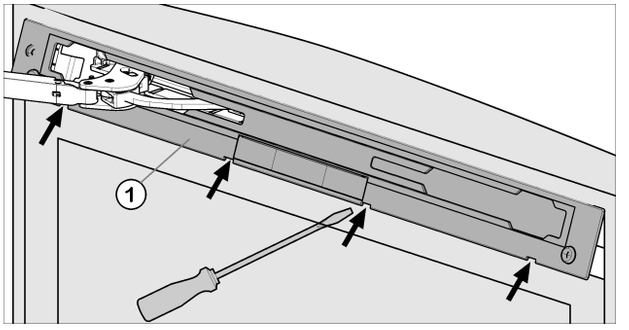

*Fig. 5*
- ▶ Release panel *Fig. 5 (1)* using a slotted screwdriver and remove.